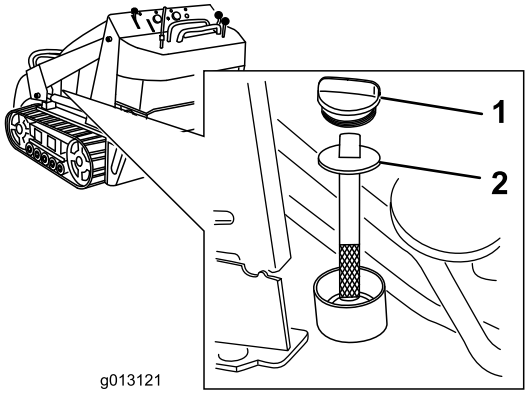

Figuur 55
5. Verwijder de dop van de hydraulische tank en de peilstok (Figuur 55).